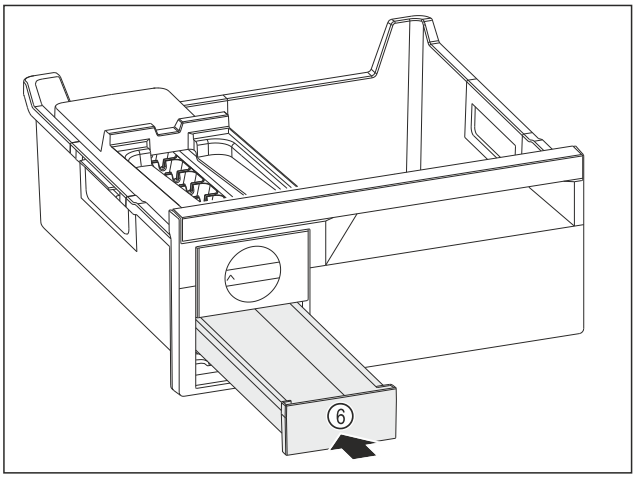

Fig. 150
▶ Työnnä jääkuutiolokero *Fig. 150 (6)* sisään.